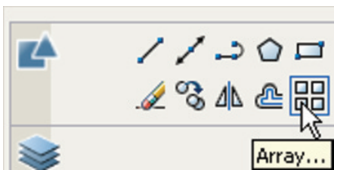
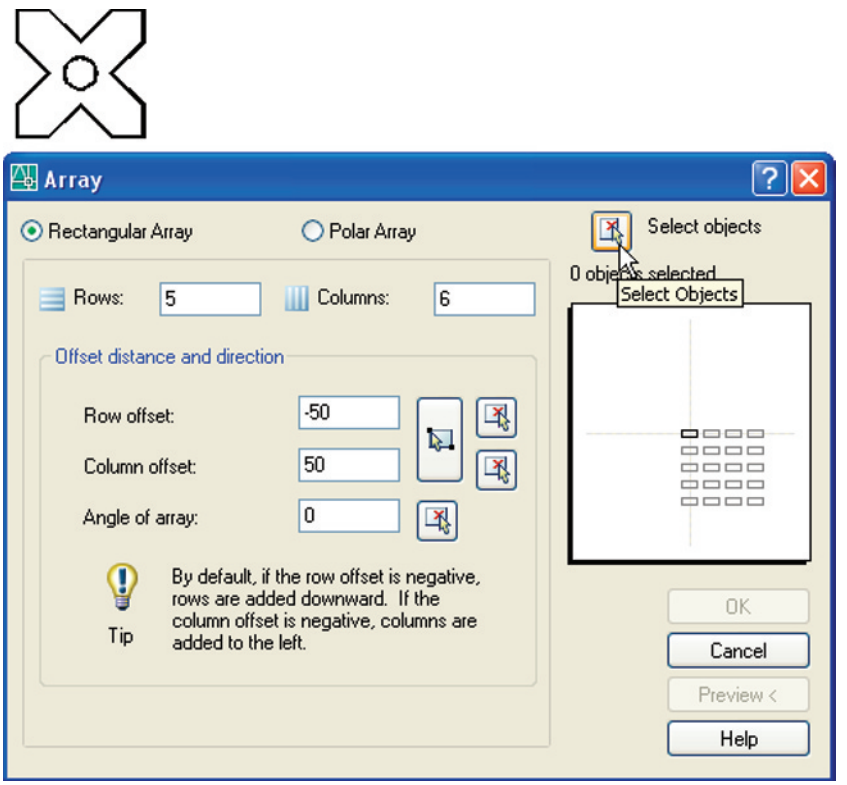

Fig. 5.16 The **Array** tool icon from the **2D Draw** control panel
Fig. 5.17 First example – the **Array** dialog
2. Call the **Array** tool – either *left-click* the **Array** tool icon in the **2D Draw** control panel (Fig. 5.16), or *pick* the **Array** tool icon from the **Modify** toolbar, or *pick* **Array...** from the **Modify** drop-down menu, or *enter* **ar** or **array** at the command line. No matter which method is used the **Array** dialog appears (Fig. 5.17).